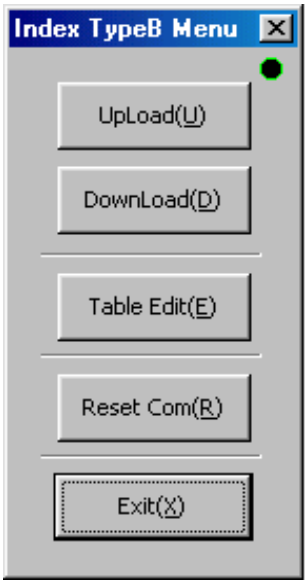

Figure 7.43 "Index TypeB Menu" dialog box
(6) Unequal division
Click *"Index TypeB (O)"* in the "Index compensation" dialog box to display the "Index TypeB Menu" dialog box (see Figure 7.43).